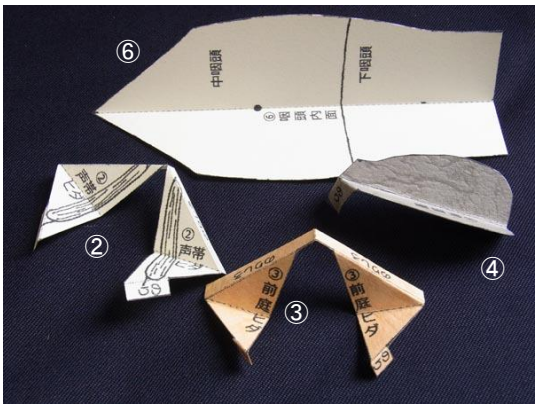

図4. 谷折りのある部品
2. 山折り（点線）、谷折り（二重点つき破線）をする。ほとんどが山折りで、谷折りは一部（図4）。
a. 「①喉頭と気管」の正中の山折りは上の方は折らずに残す（あとで喉頭蓋を貼り付けるため）。
b. 「②声帯ヒダ」と「③前庭ヒダ」は、折りたたんだときに上端　（のりしろ部）がきれいにそろうようにする。
c. 「④喉頭蓋」の正中は、基部の折り目のところで谷折りから山折りに変わる（図4）。